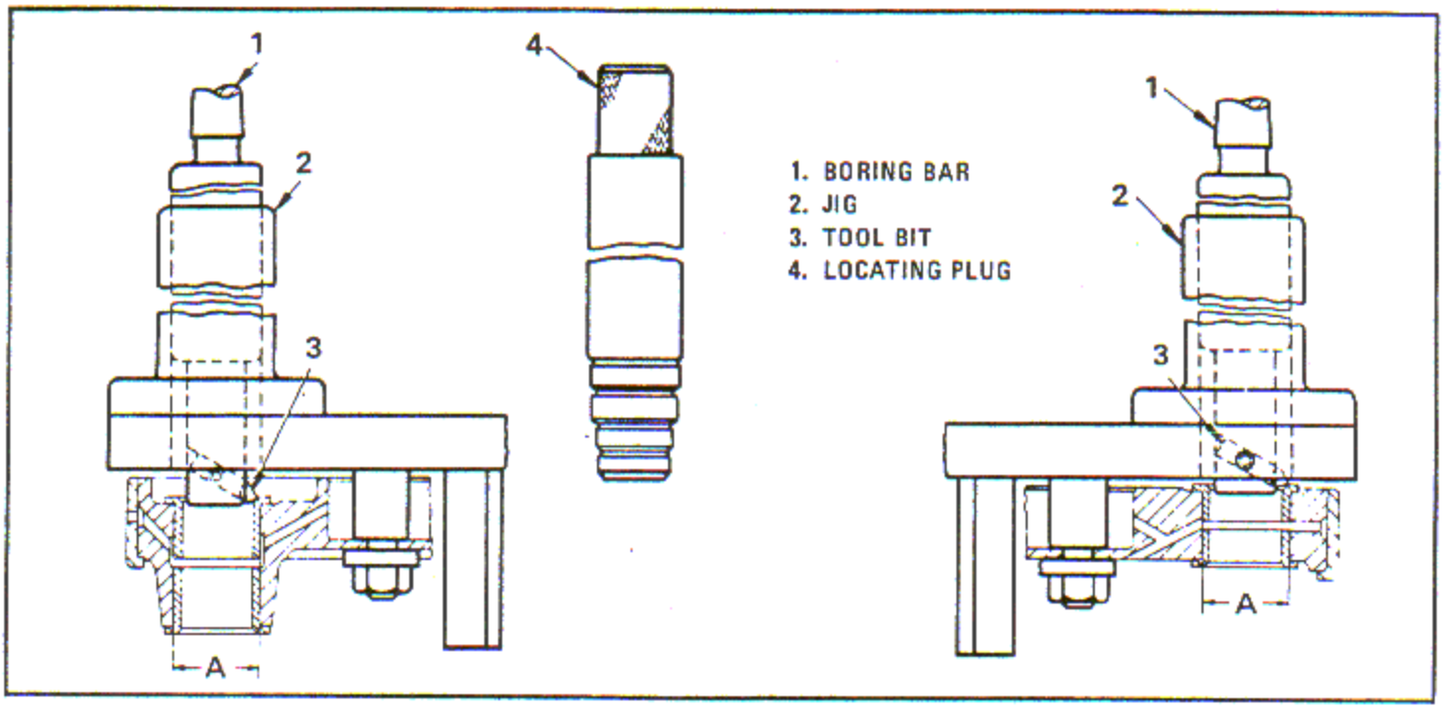

Figure 6-74. Removing Bushing
b. Clamp jig (2, figure 6-74) lightly to the support. Align the jig bushing with the cam drive gear support using plug A, which must be free in the jig and bushing hole, then clamp tightly. Align the jig bushing with boring bar (1) in the spindle and clamp the jig to the drill press table.
c. Bore out bushing in three or more cuts. Set tool bit (3) in boring bar (1), with a micrometer to obtain dimension A, which is 1.167 inches maximum for final cut, leaving a 0.010 inch wall. Pick out the remaining shell.
b. Clamp jig (2, figure 6-74), lightly to the support. Align the jig bushing with the support bushing using locating plug, which must be free in the jig and bushing hole, then clamp tightly. Align the jig bushing with boring bar (1), in the spindle and clamp the jig to the drill press table.
c. Bore out the bushing in three or more cuts. Set tool bit (3), in boring bar (1), with a micrometer to obtain a diameter of 1.167 inches maximum for a final cut. Pick out the remaining shell.